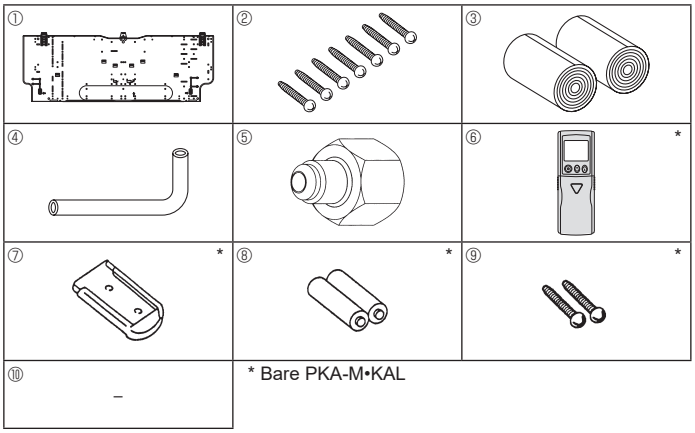

Fig. 3-1
3.1. Kontroller tilbehøret for innendørsenheten (Fig. 3-1)